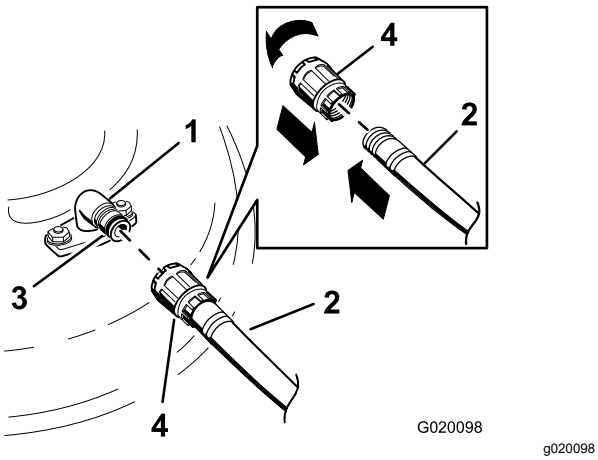

**Figure 76**
3. Attach the hose coupling to the end of the mower washout fitting, and turn the water on high (Figure 76).